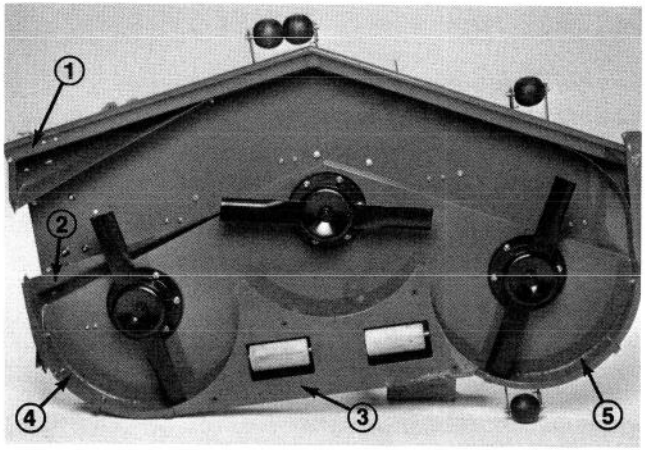

Figure 6
1. Insert front deflector into deck, aligning end of deflector with edge of discharge opening (Fig. 6 & 7).
2. Using deflector as a template, mark and drill (3) 11/32" dia. holes thru front and top of deck.
3. Secure (2) front mounting tabs of deflector to deck with 5/16 – 18 x 5/8" lg. capscrews and 5/16 – 18 locknuts.
5. Insert rear deflector into deck, aligning end of deflector with edge of discharge opening (Fig. 6 & 8).
10. Align left shelf with left end of rear shelf and edge of deck (Fig. 6 & 9). Using left shelf as a template, locate, mark and drill (3) 9/32" dia. holes in deck.
12. Align right shelf with right end of rear shelf and edge of deck (Fig. 6 & 11). Using left shelf as a template, locate, mark and drill (3) 9/32" dia. holes in deck.